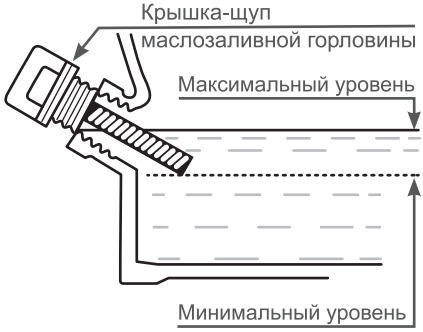

Рис. 9 Проверка уровня масла в картере
5. Аккуратно вытащите щуп и осмотрите его. Уровень масла должен соответствовать верхней отметке на щупе. При недостаточном уровне масла в картере необходимо долить чистое масло до верхней отметки на щупе, что соответствует нижней кромке заливного отверстия (Рис. 9). После окончательной проверки, плотно закрутите крышку-щуп.
Максимальный уровень масла в картере соответствует нижней кромке маслозаливной горловины (Рис. 9).